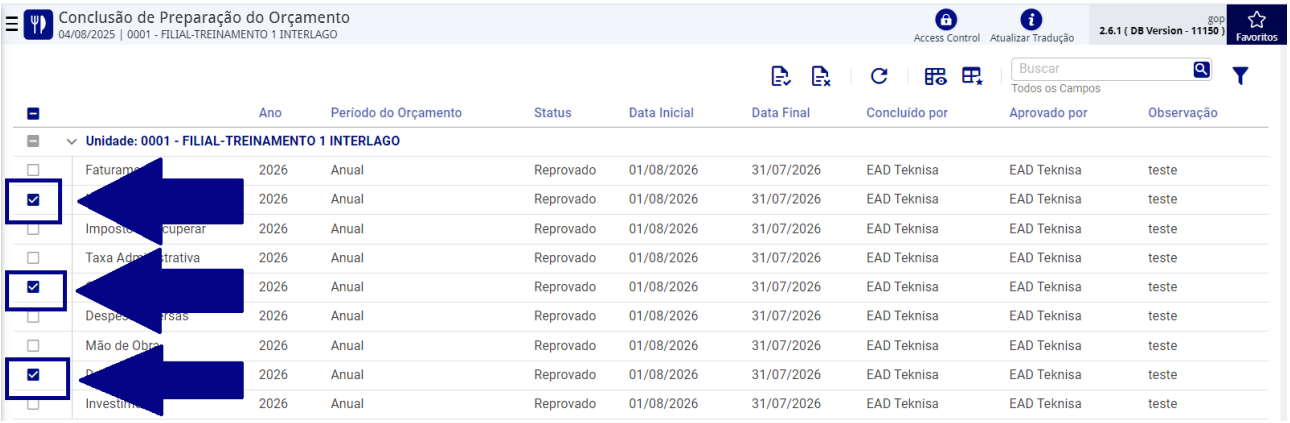

Figura 395: Seleção Item Operacional
- **Seleção Individual (por Item):** Para aprovar itens de forma seletiva, marque a **caixa de seleção** (Figura 395) localizada à esquerda de cada item operacional desejado.